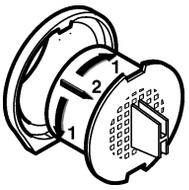

*Fig. 36*
▶ Draai het actief koolfilter 90° naar rechts of naar links *Fig. 36 (1)*.
▶ Trek het actief koolfilter uit *Fig. 36 (2)*.
▶ Draai het nieuwe actief koolfilter 90° naar rechts of naar links *Fig. 36 (1)*, tot het vastklikt.